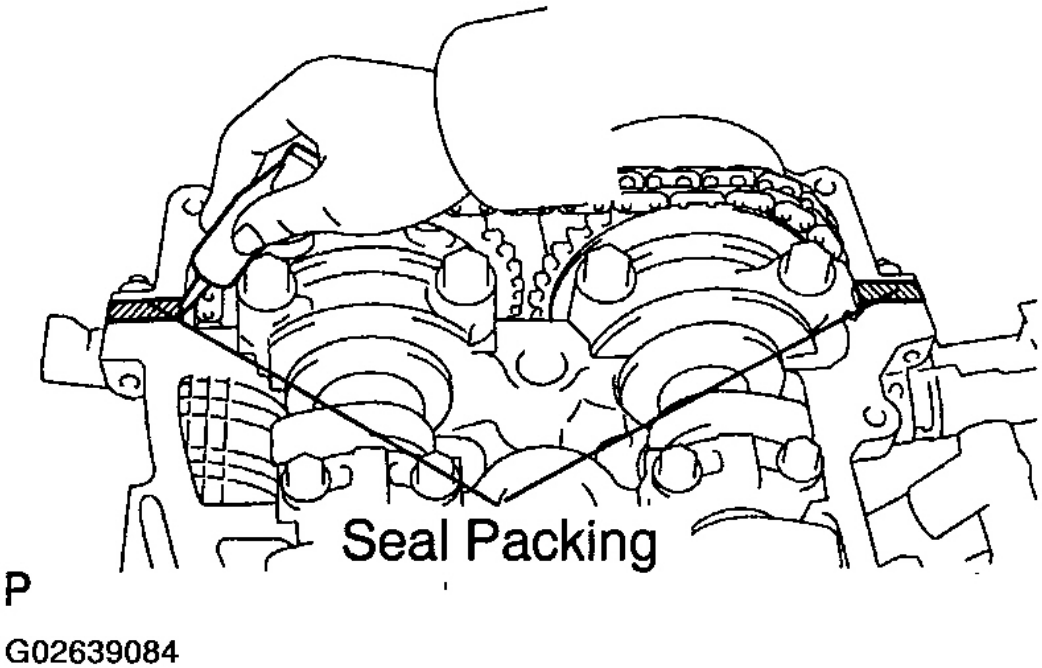

Fig. 74: Applying Seal Packing To 2 Locations
b. Apply seal packing to 2 locations as shown, see **Fig. 74**.